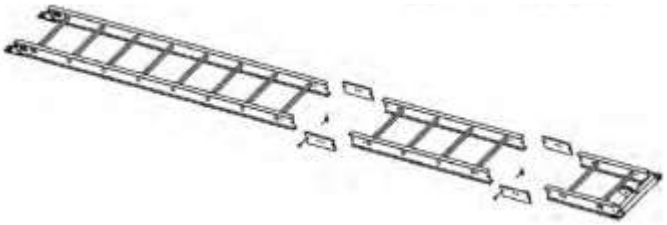

Figure 3
c) Splice the ladder sections together using the connection brackets. The connection brackets should be placed on the "outside" of the ladder section. See Figure 3.